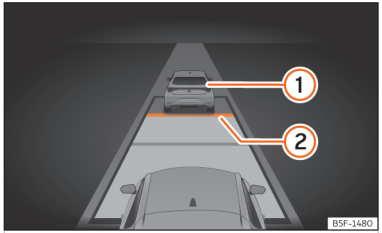

**Fig. 135** On the multifunction steering wheel: buttons for operating the ACC.
- Press the button on the multifunction steering wheel ››› Fig. 135.
- To start regulation, press the **SET** button ››› Fig. 135.
- Press the button and then + or – button ››› Fig. 135.
- Briefly press button ››› Fig. 135 or press the brake pedal.